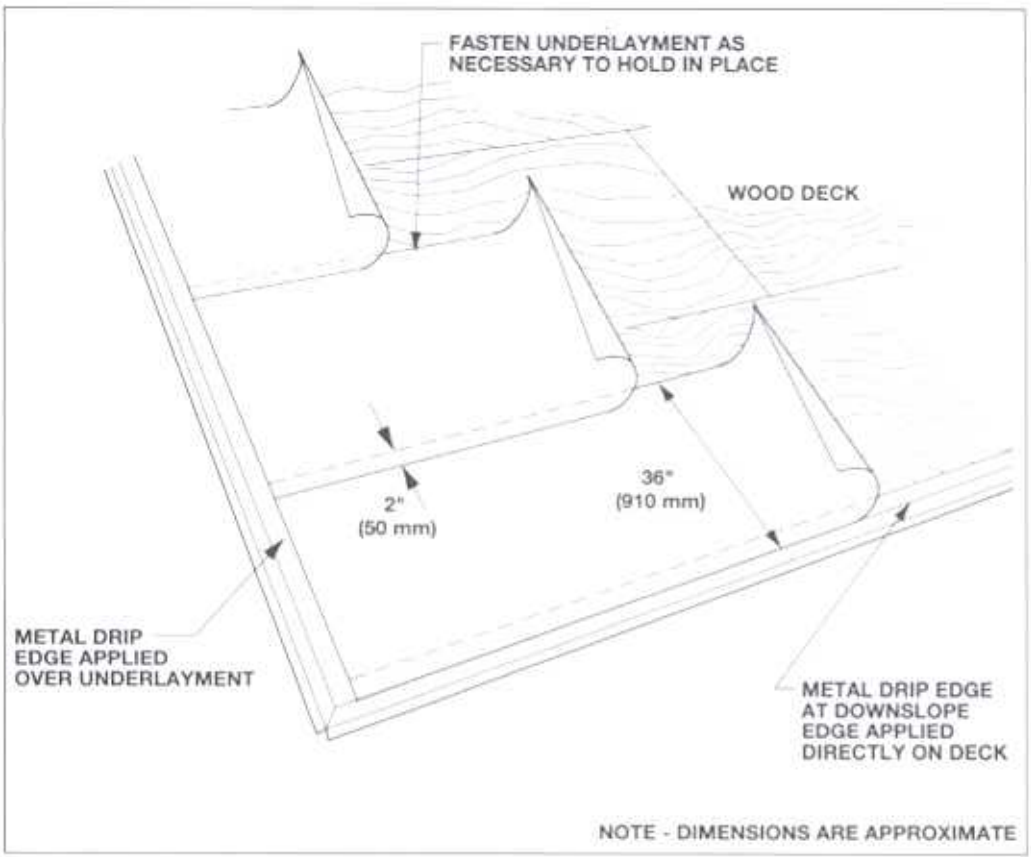

Figure 1: Single layer underlayment
A "single layer of underlayment" is one layer of underlayment fastened to the deck before application of a roof covering. For single layer applications, all felts should be applied horizontally in shingle fashion and lapped a minimum of 2 inches (50 mm) over the preceding felt sheet. Endlaps should be a minimum of 4 inches (100 mm). An underlayment should be fastened with nails or staples, as necessary to hold the felts in place until the installation of a primary roof covering. (See Figures 1 and 2)
A "single-layer of self-adhering underlayment" consists of one layer of self-adhering, polymer-modified bitumen sheet membrane applied over a roof deck. This type of membrane is designed to be used as an ice dam protection membrane. Designers should note that these types of membranes, when installed over an entire roof area, act as air and vapor retarders. Potential problems with ventilation, moisture control and vapor retarder placement should be considered during the design phase. See Figures 1 and 2.
- On roof decks having a slope of 4:12 (18 degrees) or more, a minimum of one layer of No. 15 asphalt-saturated felt underlayment should be applied horizontally in shingle fashion to serve as the underlayment. See Figures 1 and 2.